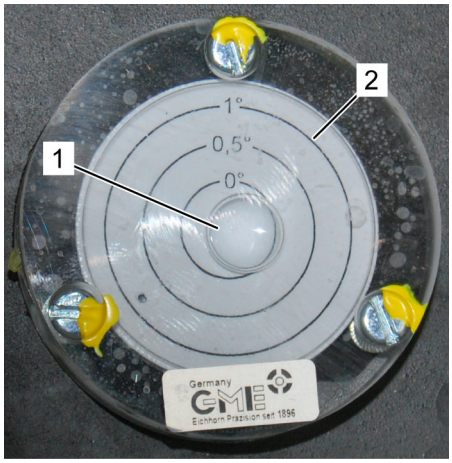

Fig. 51: Circular level
5. *Bring the chassis in a horizontal position by aligning the outriggers according to the circular level (Fig. 51) (Item no. 4001/0298). The bubble (Fig. 51/1) of the circular level must be within the 1° circle (Fig. 51/2).*